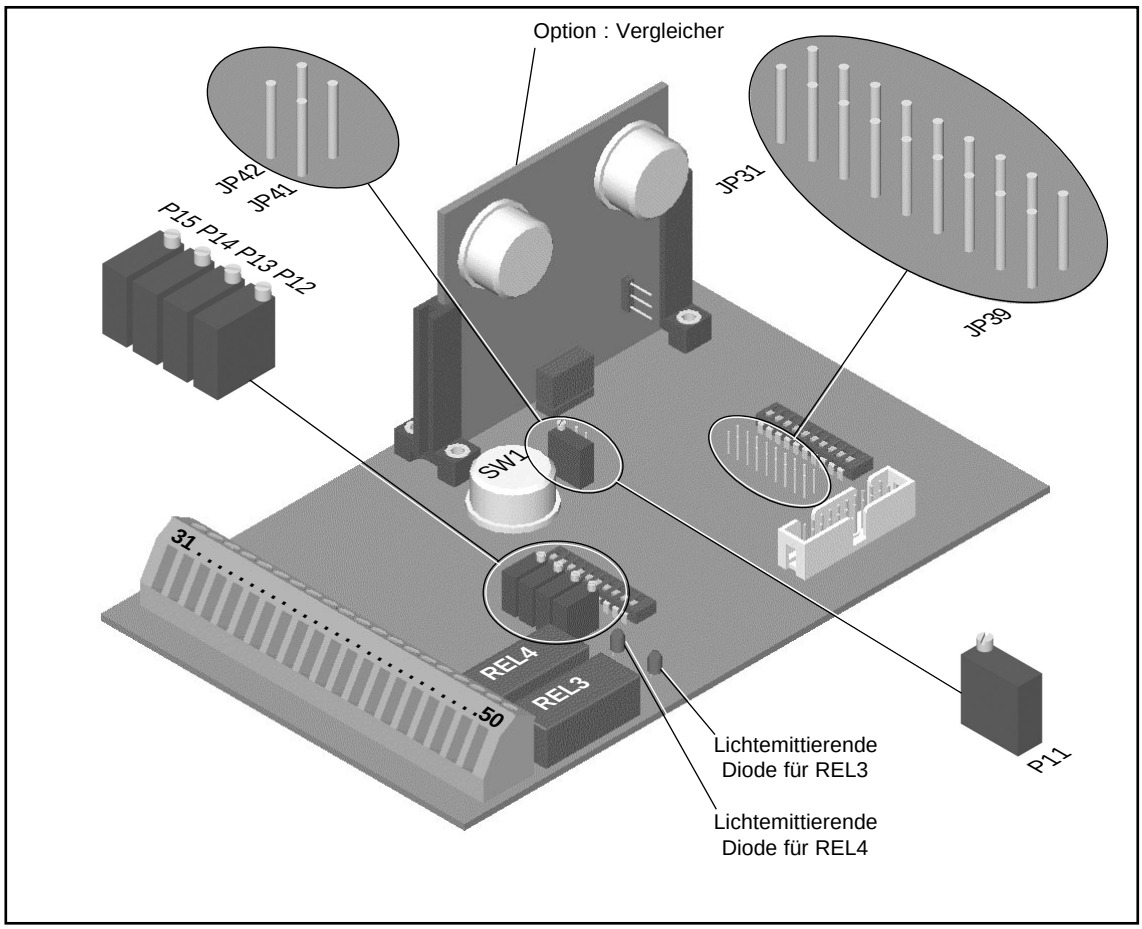

Bild 3-23 : Position der Einstellelemente.
Digital-Multimeter zwischen Klemmen 15 ($U_{O/P}$) und 9 (0 V) des Lastmessverstärkers anschliessen. P9 so einstellen (Bild 3-15 gibt Auskunft über Position, gedruckte Schaltung des unteren Teils), dass die Spannung den Wert $U_{O/P\ level3}$ beträgt (Genauigkeit ±20 mV). P12 solange drehen, bis die lichtemittierende Diode des Relais REL3 aufleuchtet (siehe auch Bild 3-23). Dann P12 langsam bis zum Erlöschen der REL3 Diode drehen. Die Detektionsschwelle ist somit erreicht.
Digital-Multimeter zwischen Klemmen 15 ($U_{O/P}$) und 9 (0 V) des Lastmessverstärkers anschliessen. P9 so einstellen, dass die Spannung den Wert $U_{O/P\ level4}$ beträgt (Genauigkeit ±20 mV). P14 solange drehen, bis die lichtemittierende Diode des Relais REL4 aufleuchtet (siehe auch Bild 3-23). Dann P14 langsam bis zum Erlöschen der REL4 Diode drehen. Die Detektionsschwelle ist somit erreicht.
- Reiter JP42 anschliessen und JP41 entfernen (ihre Position ist auf Bild 3-23 ersichtlich).
Die Mikroschalter SWD 6 und 7 (Bild 3-20 gibt Auskunft über ihre Position auf der gedruckten Schaltung) sowie der JP41-Reiter (Bild 3-23 gibt Auskunft über seine Position auf der gedruckten Schaltung) erlauben es, den Wert Eingangs des Tarierungsmoduls zu wählen. Dieser Wert entspricht dem TARE-Signal, welches subtrahiert wird, um das NET-Signal (TARING O/P, Anschlussklemme 38) zu erhalten.